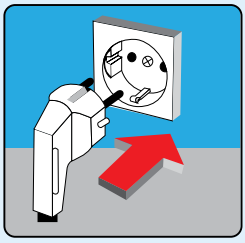

IMAGEN 9
- Si su producto fue sacudida durante el transporte y la colocación, espera para ser enfriado (1) hora sin correr. De esta manera, si el aceite del compresor se infecta al sistema, volverá. Si se funciona sin prestar atención a esta situación, puede dañar el compresor.
- Enchufe el producto a una salida establecida de acuerdo con las normas, tiene sólo 220-240V/50 Hz de corriente alterna. (Imagen 9)